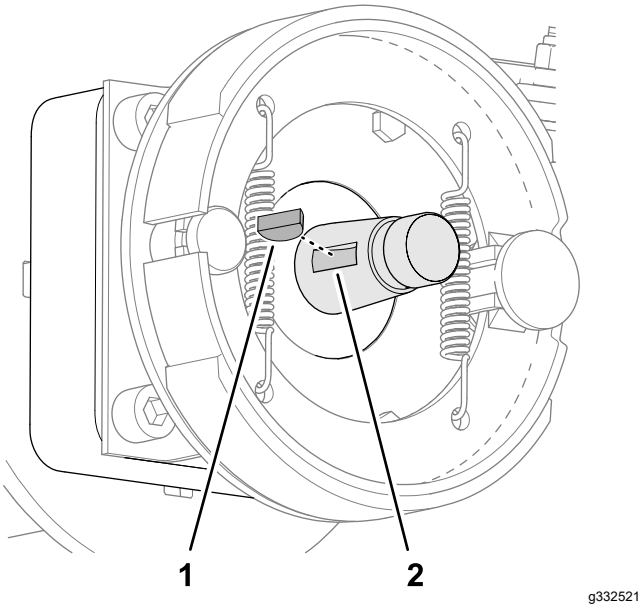

Figur 73
2. Sæt Woodruff-federen i rillen på hjulmotorakslen (Figur 73).